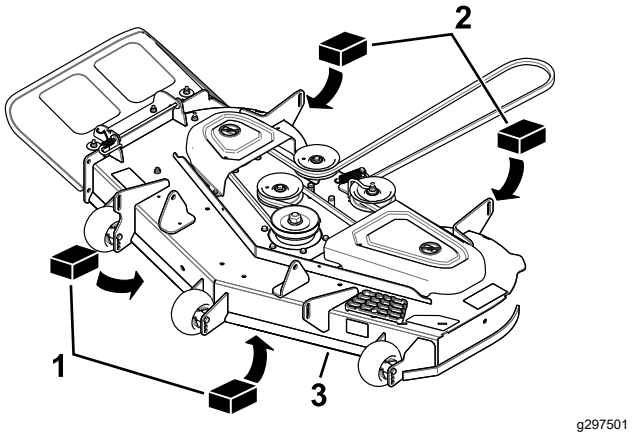

Figura 73
3. Amplasai 2 blocuri, fiecare având o grosime de 6,6 cm, sub fiecare parte a marginii frontale a punii, dar nu sub suporturile rolei anti-scalp (Figura 73).
4. Amplasai 2 blocuri, fiecare având o grosime de 7,3 cm, sub marginea din spate a punii de tăiere, câte unul pe fiecare parte a punii de tăiere (Figura 73).